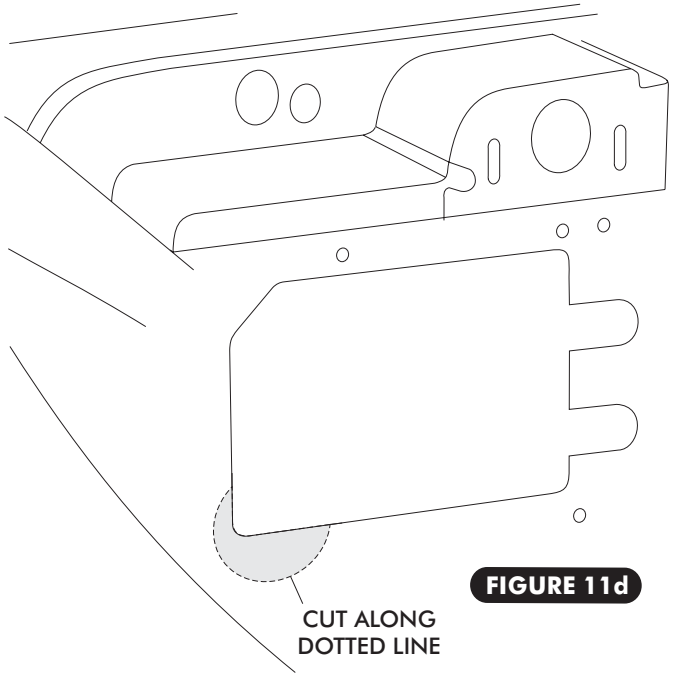

FIGURE 11d
- ☐ REMOVE THE TEMPLATE CUT ALONG THE DOTTED LINE TO REMOVE THE SHADED PORTION OF THE FIREWALL AS SHOWN IN FIGURE 11d.